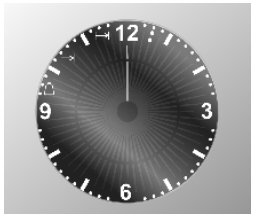

Afb. 3
- Druk op de toets om het programmeermenu binnen te gaan. Het display zal oplichten zoals getoond wordt in **Afb. 3**;
- Druk op de toets om het programmeermenu binnen te gaan, het display zal oplichten zoals getoond wordt in **Afb. 3** en het symbool ⊢→| wordt ingeschakeld;